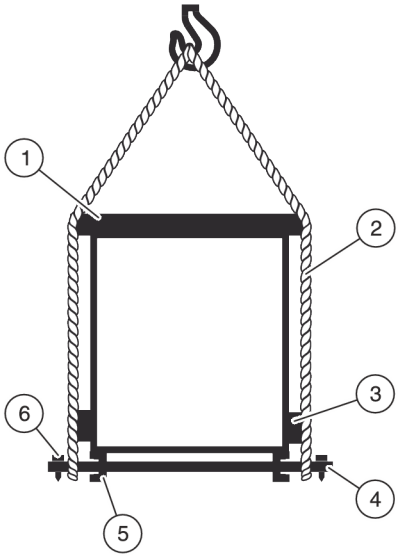

Fig. 6: Transport with crane and transport tubes
1. Remove the base frame plugs from the drilled holes in the base frame (Fig. 6/5) of the AHU components.
2. Push transport tubes (Fig. 6/4) through the drilled holes in the base frame.
3. Place the loops of the chains or ropes (Fig. 6/2) around the end of the tubes.
4. Protect the edges with spacers (Fig. 6/3).
5. Keep chains or ropes away from each other in the top section with suitable spreaders (Fig. 6/1).